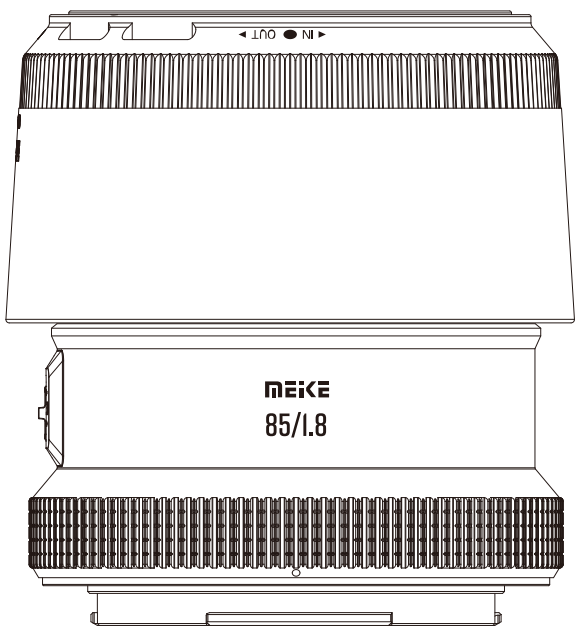

图5
2.顺时针转动遮光罩90°，并发出咔哒一声，遮光罩固定。**(图5)**